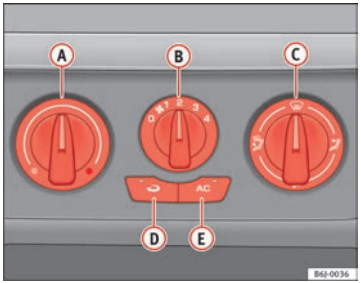

Fig. 95 Air conditioning controls on the dash panel
– Disconnect the cooling system using button ⇒ Fig. 95 AC (the button light turns off).
When air recirculation mode is switched on (button ⇒ Fig. 95 with warning lamp) strong odours in the outside air do not enter the vehicle interior, for example when passing through a tunnel or in a traffic jam.